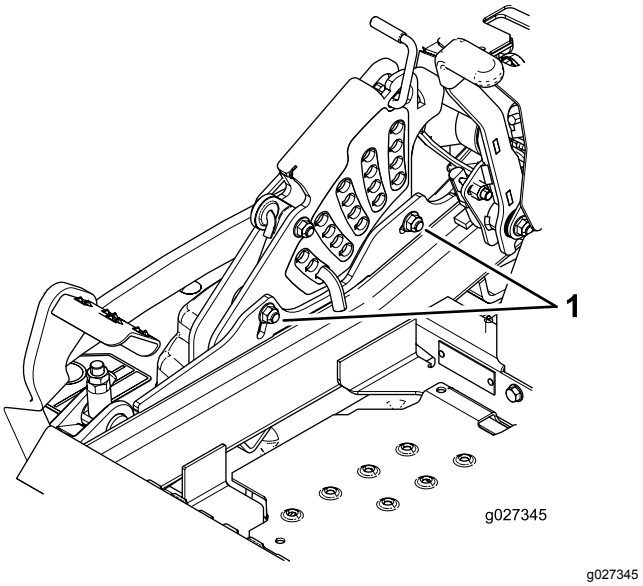

Figur 98
11. Løsn de 2 bolte nederst på klippehøjdepladen (Figur 98) for at justere enkeltpunktssystemet.
13. Stram de to bolte nederst på klippehøjdepladen (Figur 98).